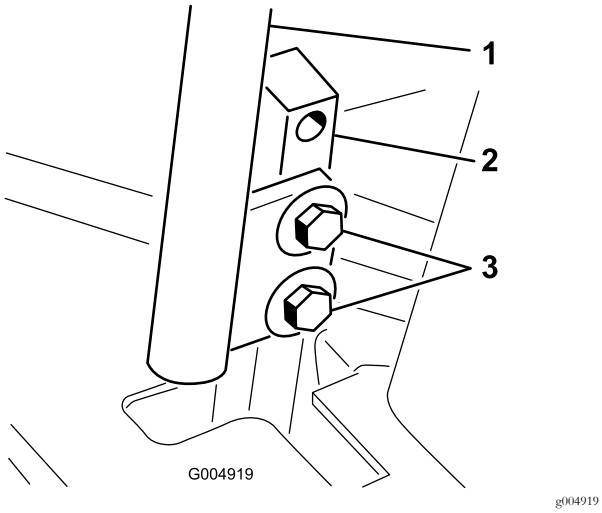

Rysunek 59
3. Poluzuj śruby mocujące dźwignie sterowania (Rysunek 59).